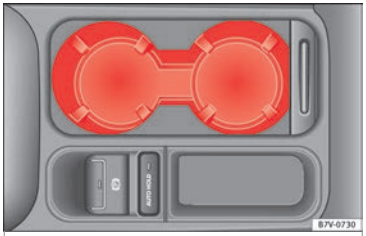

Fig. 114 Front centre console: drink holder
- To *open*, move the cover backwards ››› **Fig. 114**.